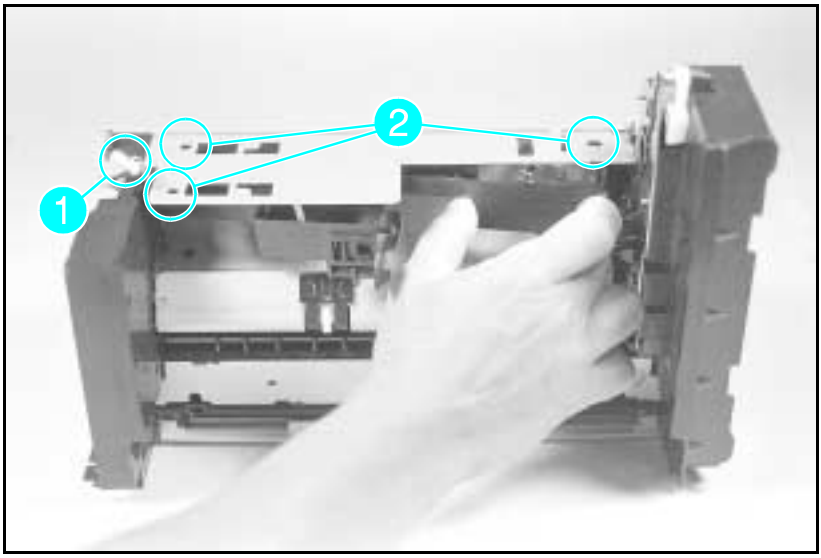

Figure 6-51 Removing the PS1/PS2 Sensor Assembly
5 Flex the right side of the Sensor Assembly to clear the locator pin and the sensor arm from the sheet metal (see Figure 6-51 callout *2*).
6 As you flex the right side of the assembly, carefully release the (2) plastic retaining tabs on the left (Figure 6-51 callout *2*).